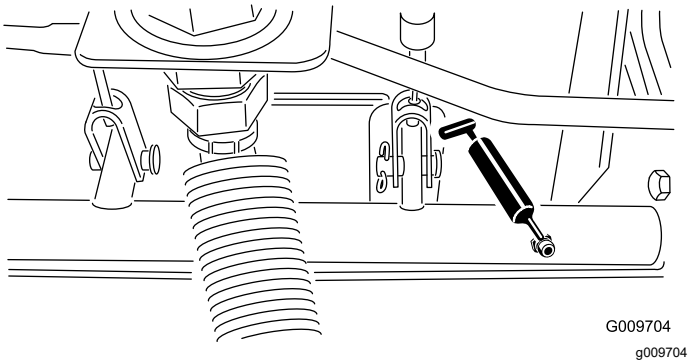

Figura 79
- Rolamentos articulados do eixo do travão (5) (Figura 79)